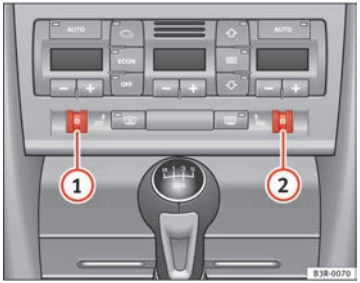

Abb. 131 Ausschnitt aus Instrumententafel: Rändeldräder der Sitzheizung
Drehen Sie am Rändelrad (1) bzw. (2) ⇒ Abb. 131, um die Sitzheizung auf Fahrer- bzw. auf Beifahrerseite einzuschalten und zu regulieren.